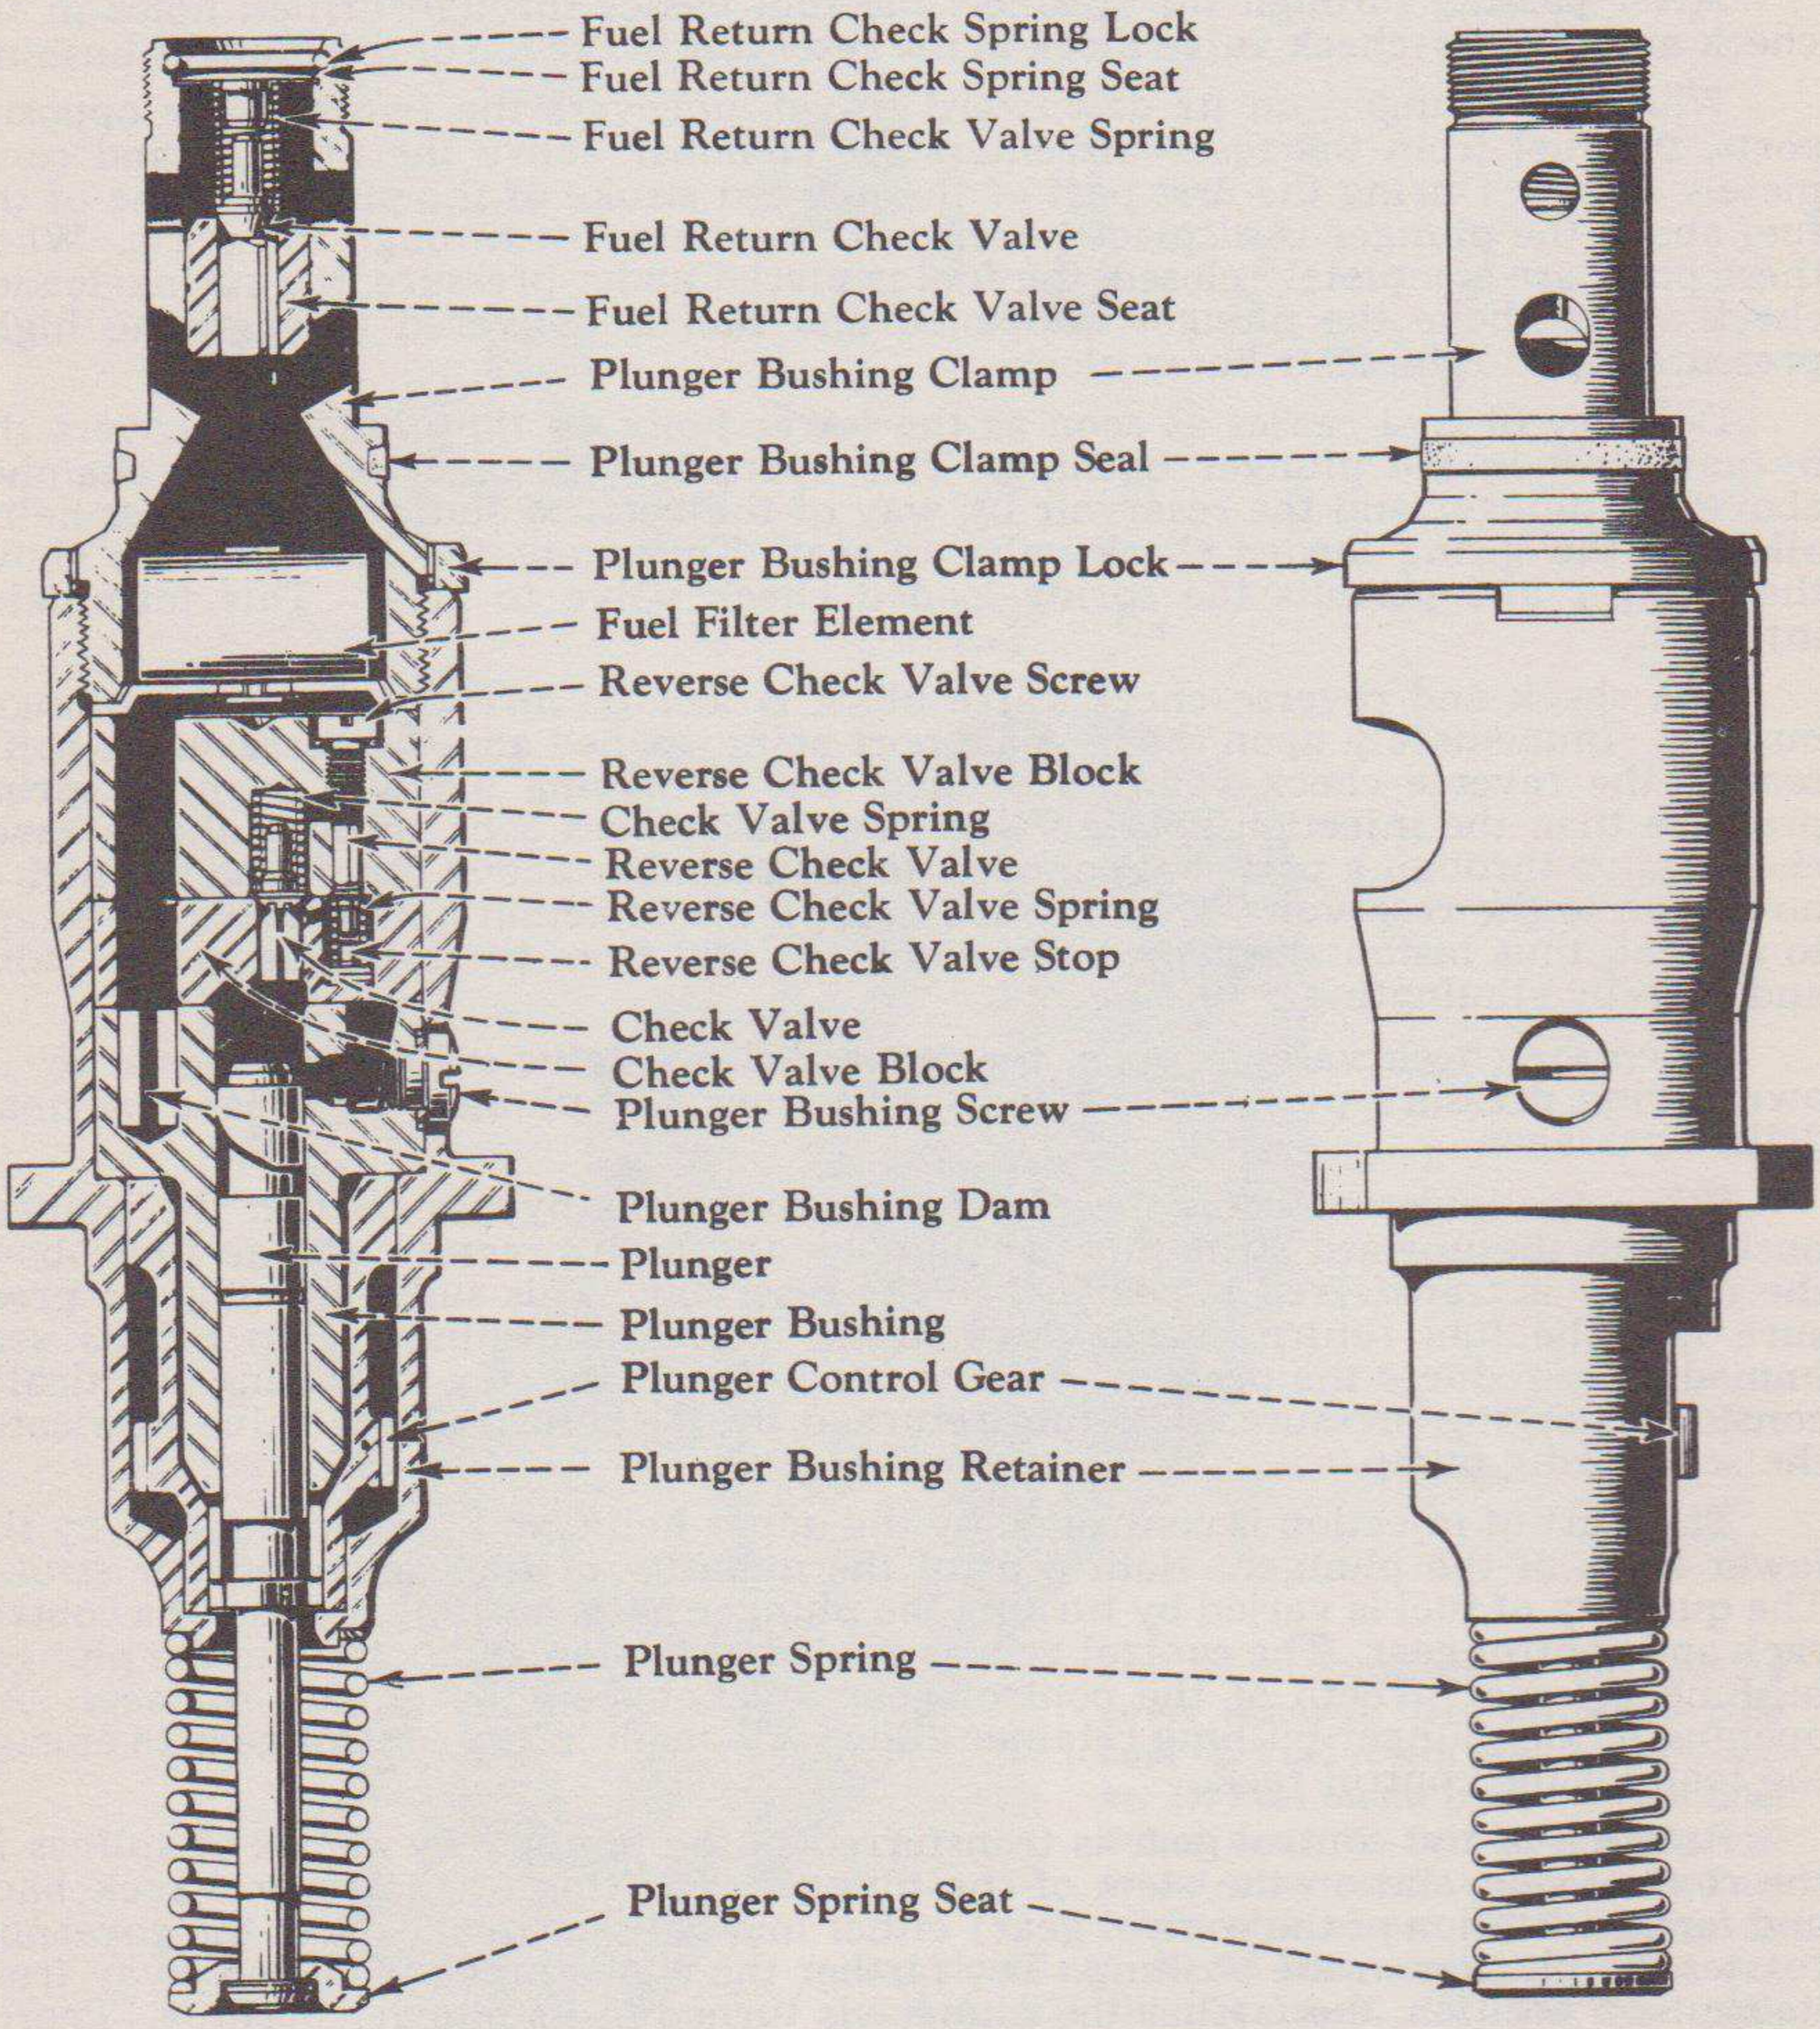
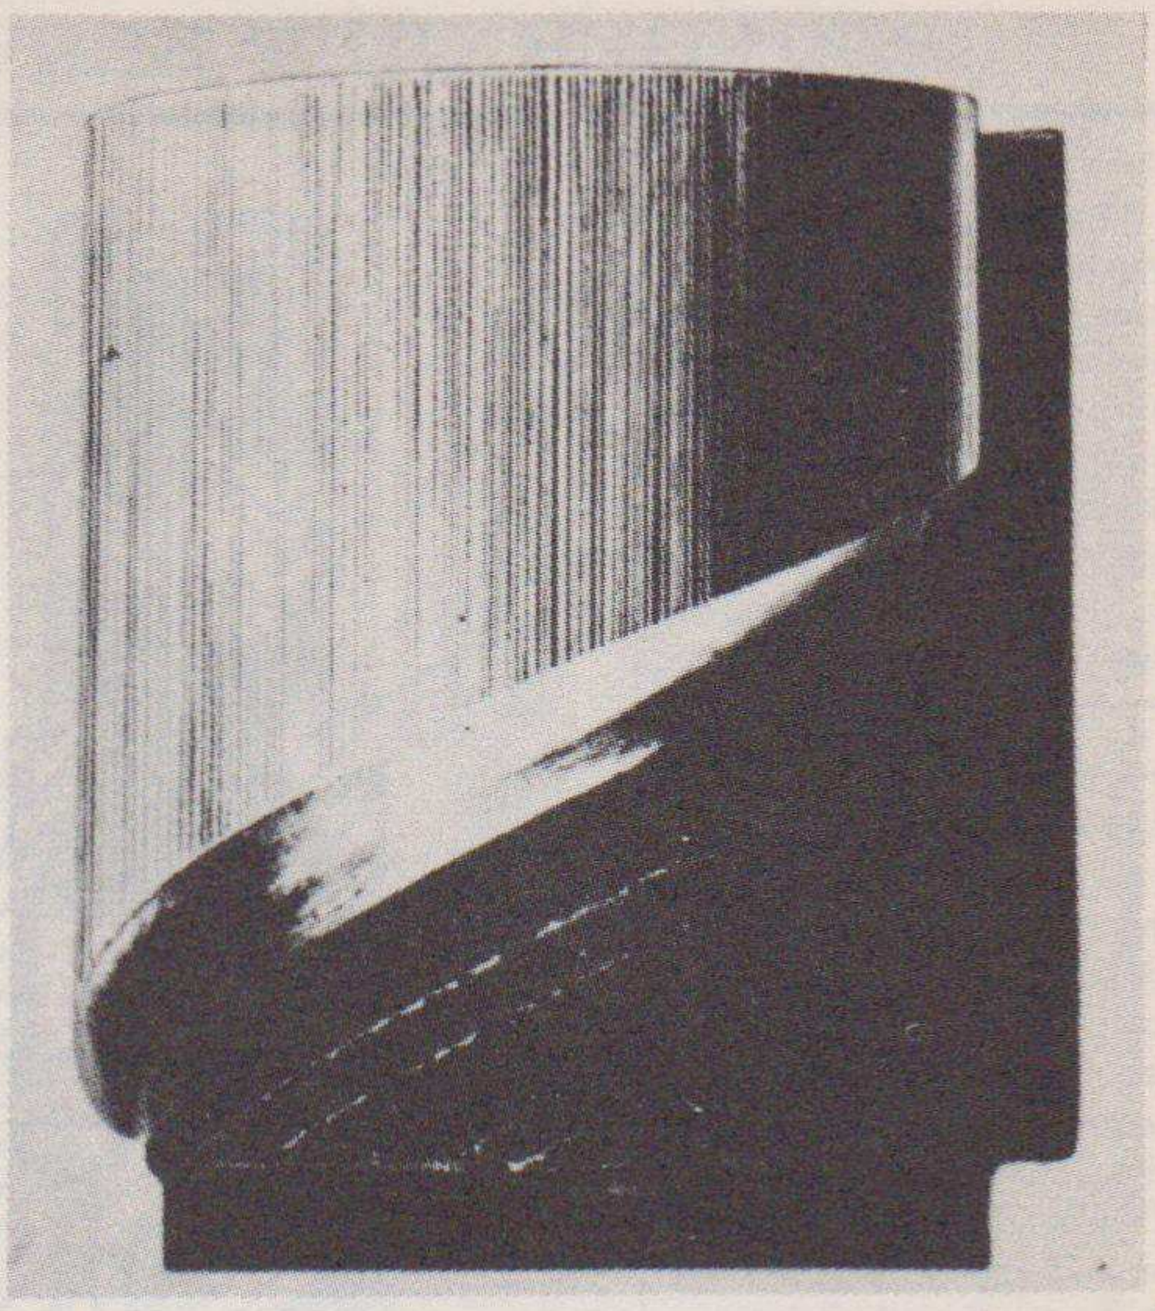

Fig. 29—Cross-section of plunger unit.
Fig. 47—Magnified photograph of a worn plunger.
Units dripping oftener may only require thorough cleaning to seal this pressure. Others may require retouching of the valves. Check for leakage between the lapped surfaces as well as the valve seats and the reverse-check valve screw (1), Figure 44. Leakage of valves will be apparent at the hole in the bottom of the check valve block (9). Referring to the cross-section view, Figure 29, or Service Chart, Figure 47, it can be seen. Leakage at either or both valves will appear at this hole in the bottom. The hole below the reverse-check valve is connected to the hole in which the fluted end of the check valve slides. Retouch and clean only one valve at a time until leakage is reduced to the limit specified. Never use more than 150 lbs. pressure for this check.
Recognizing wear of the plunger can only be based on experience. It can be recognized quite the same as a scored piston. The wear occurs not from the friction of the two parts but from the dirt which may enter the pump with the fuel. With clean fuel, the plungers will give thousands of hours of operation. With dirty fuel, due to improper care of the fuel filters, a plunger may become worn similar to that shown in Figure 47. This plunger has been magnified many times and is much the same as a badly worn plunger appears under a strong magnifying glass. To the naked eye, the plunger will have lost its mirror-like appearance and looks dull or grey. Always use a soft cleansing tissue for wiping the plunger as well as holding the same. Scratches that can be felt with the fingernail are too deep for satisfactory performance. A corroded plunger should be replaced.